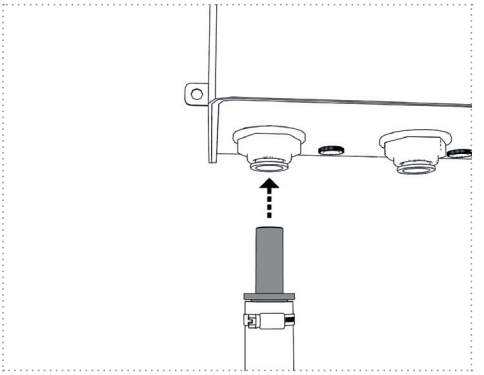

Abbildung 10a
a. direkt in die Anschlüsse der UV-Einheit (*Abbildung 10a*)